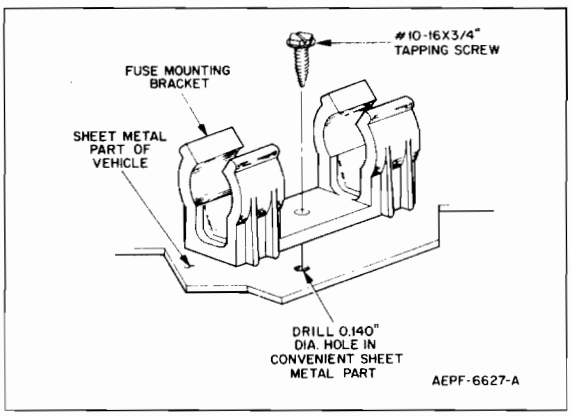

Figure 7.
h. Refer to Figure 7 and install the fuseholder mounting bracket in the battery compartment to hold the in-line fuseholder of the red power lead.